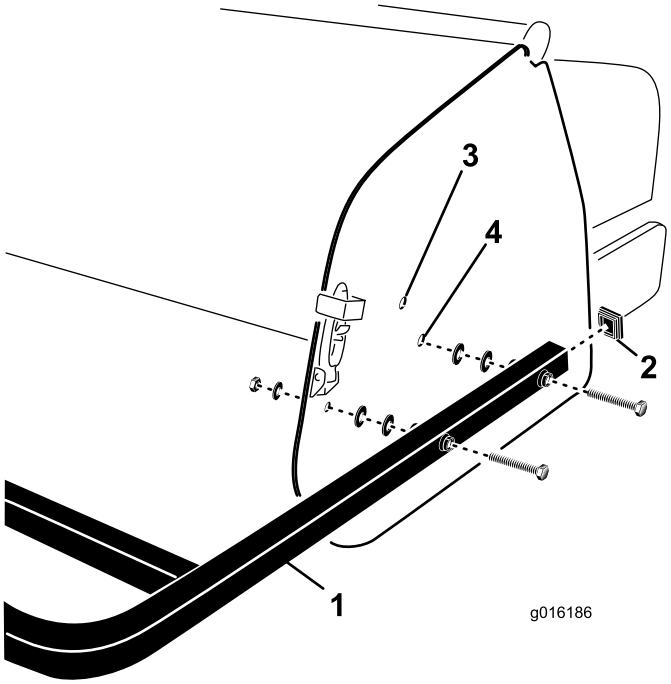

Figur 28
1. Sett endedekslene inn i endene på rørene på bakre vern (Figur 28).
2. Plasser hullene i monteringsrørene på bakre vern på linje med hullene i luftemaskinens sideplater (Figur 28).
3. Fest monteringsrørene på vernet til sideplatene med (4) skruer, flate skiver og muttere (Figur 28).